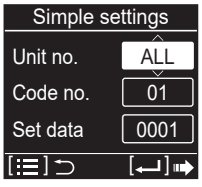
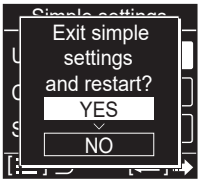

Fig. 7-1-6
Fig. 7-1-7
The “Simple settings” screen (Fig. 7-1-6) appears on the LCD display (proceed to Step (6)).
(6) If the ☰ button is pressed under the display (Fig. 7-1-6), the following display (Simple setting-end screen) (Fig. 7-1-7) appears.